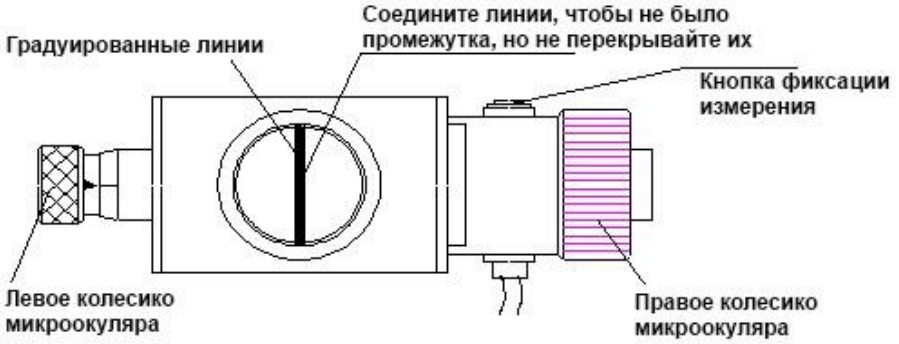

Рис. 5.9
5.4.6 Вращайте правое колесико микро окуляра (20), чтобы переместить градуированную линию окуляра так, чтобы две градуированные линии сблизились. Когда внутренняя сторона двух градуированных линий сблизится вплотную (внутренняя сторона градуированных линий достигает состояния, когда между ними нет пространства, позволяющего проникать свету, но две градуированные линии не могут перекрывать друг друга), Нажмите “Reset” (Сброс), на экране появится значение **D1: 0** и **D2: 0**, это так называемая нулевая позиция. Теперь длину диагональной линии отпечатка можно измерить в окуляре (Рис. 5.9).